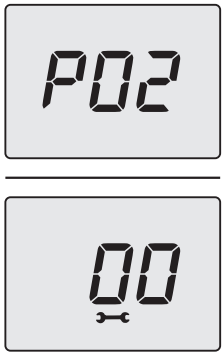

Figure 8.5
- Press the 14 key for 1 second (Figure 8.1) to enter the selected parameter. The display will show the following (Figure 8.5).